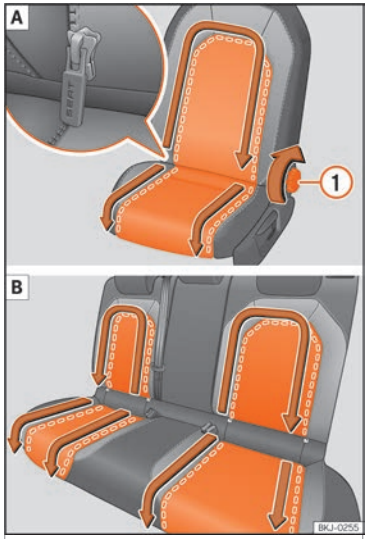

Fig. 113 Desmontar as capas extraíveis. A Banco dianteiro esquerdo; B Bancos traseiros »
- Incline o encosto para trás até que o puxador do fecho de correr fique totalmente acessível ››› **Fig. 113** ①[1].
- Deslize os puxadores do fecho de correr na direção das setas ››› **Fig. 113**. A capa interpermutável fica livre.
- Deslize os puxadores do fecho de correr na direção contrária à das setas ››› **Fig. 113**.